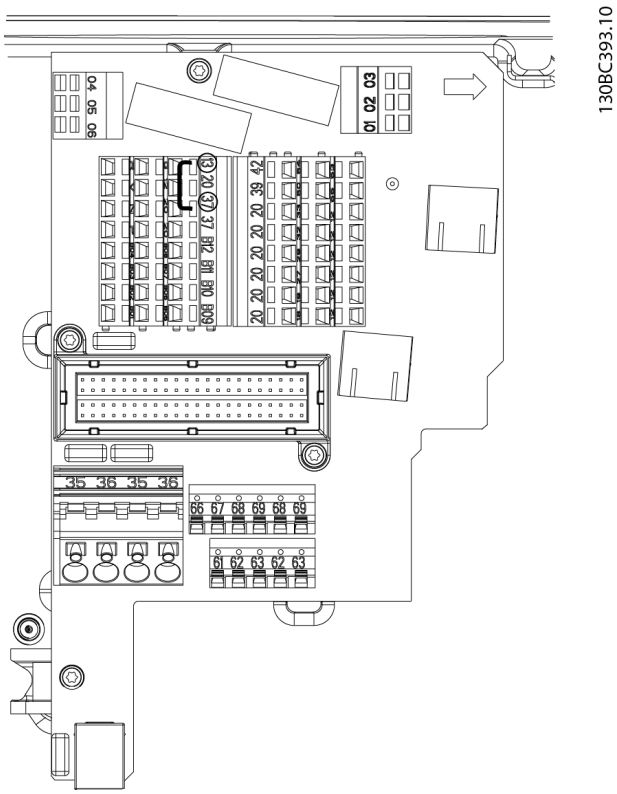

Afbeelding 4.23 Jumper tussen klem 12/13 (24 V) en klem 37
1. Verwijder de jumperkabel tussen stuurklem 37 en 12 of 13. Om kortsluiting te voorkomen is het niet voldoende om de jumper door te knippen of te breken om kortsluiting te voorkomen (zie jumper op *Afbeelding 4.23*).